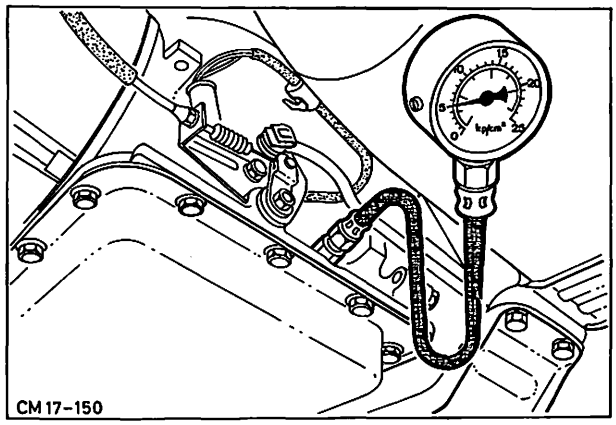

Abb. 11 Öldruck prüfen
1. Öldruckmanometer am Meßanschluß – Getriebegehäuse anschließen. Abb. 11.